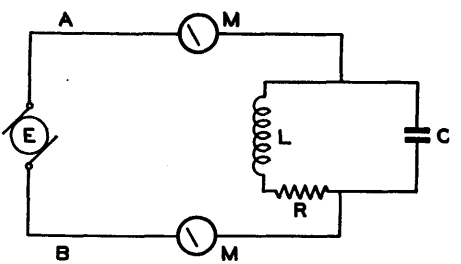

FIGURE 23.
In radio circuits, parallel resonance is more frequently encountered than series resonance; in fact, it is the basic foundation of receiver and transmitter circuit operation. A circuit is shown in figure 23.
Contrasted with series resonance, there are two kinds of current which must be considered in a parallel resonant circuit: (1) the line current, as read on the indicating meters M, (2) the circulating current which flows within the parallel L-C-R portion of the circuit. See figure 23.